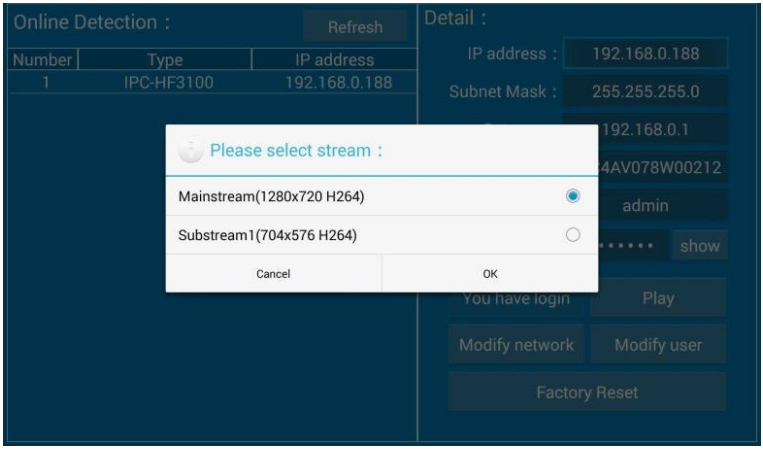

Рис. 182 Выбор видеопотока для тестируемой видеокамеры
4. Если видеокамера поддерживает выбор из нескольких потоков, выберите нужный, рис. 182